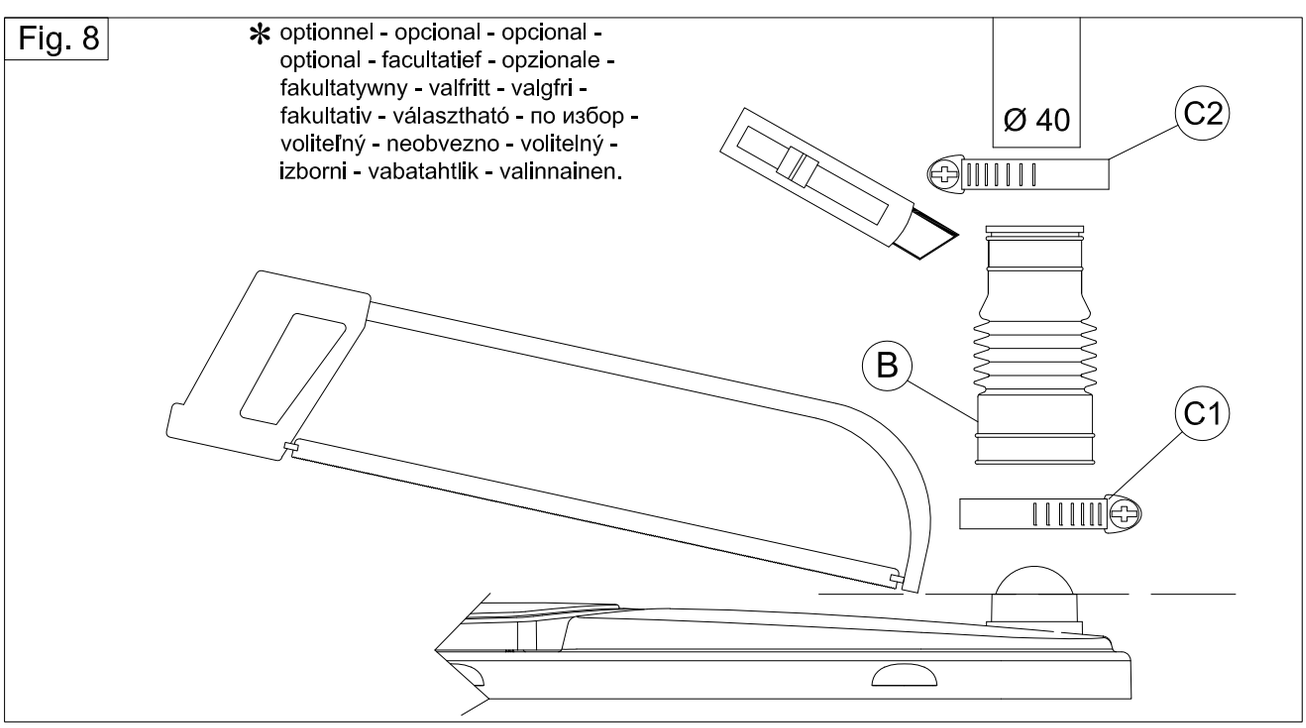

Fig. 9
10) MONTAGE DE LA MANCHETTE : fig. 9
- Insérer la virole (E) dans la manchette (D).